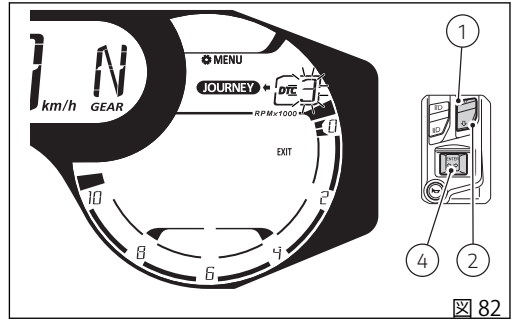

図 82
この機能に入ると、現在設定されている DTC 介入レベルが点滅します (図 82)。ボタン (1) と (2) で、“-” (DTC OFF)、“1”、“2”、“3”、“4” の値と “EXIT” の文字 (枠が点滅) を順番に選択することができます。